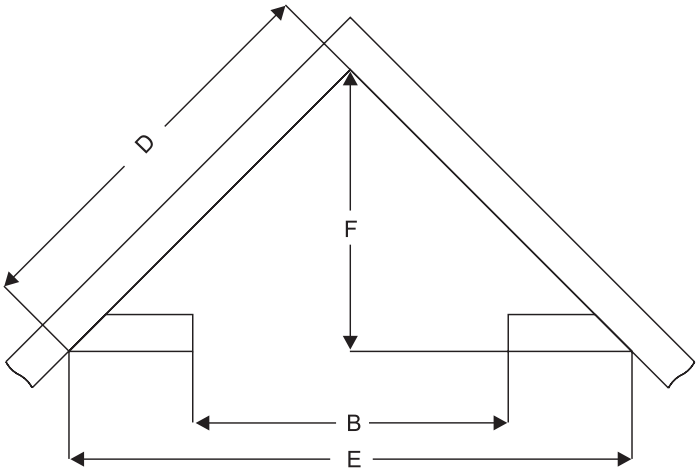

Figure 21 - Rough Opening for Installing in Corner
- Use dimensions shown in **Figure 21** for corner rough opening. Be sure to provide gas line and electrical power for fireplace assembly.